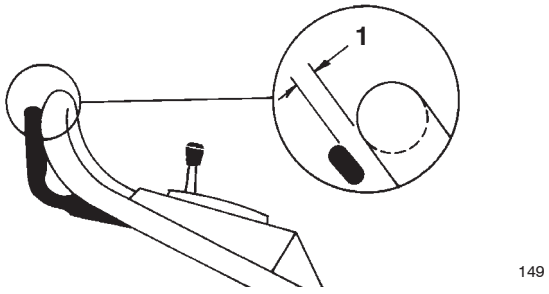

Bild 18
5. Heben Sie die Schaltleiste so weit an, dass Sie Widerstand spüren. Im richtig eingestellten Zustand muss sich die Schaltleiste 4 cm vom Griff entfernt befinden (Bild 18).